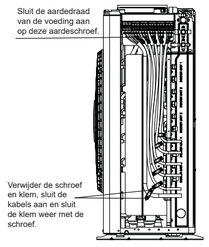

Afb. 1-3-2
(2) Sluit de voedings- en verbindingskabel aan op het aansluitpaneel. (Afb. 1-3-2)
(3) Zet de verbindings- en voedingskabel met de metalen kabelklemmen vast. (Afb. 1-3-2)
- Om schaven of beklemd raken door het zijpaneel te voorkomen, moet de kabelklem worden gebruikt, zie afb. 1-3-2.